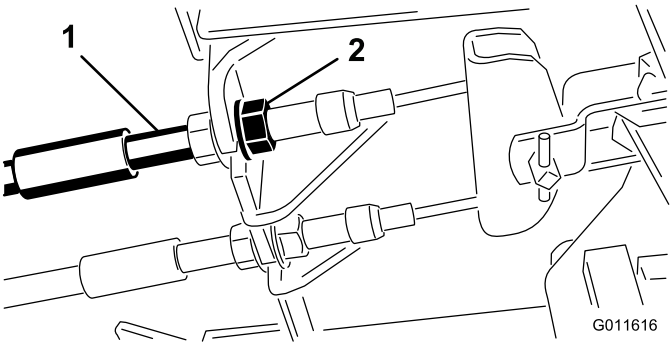

Figur 72
1. Dra åt bromsarna genom att lossa den främre muttern på bromskabelns gängade ände för att minska bromspedalernas spel (Figur 72).